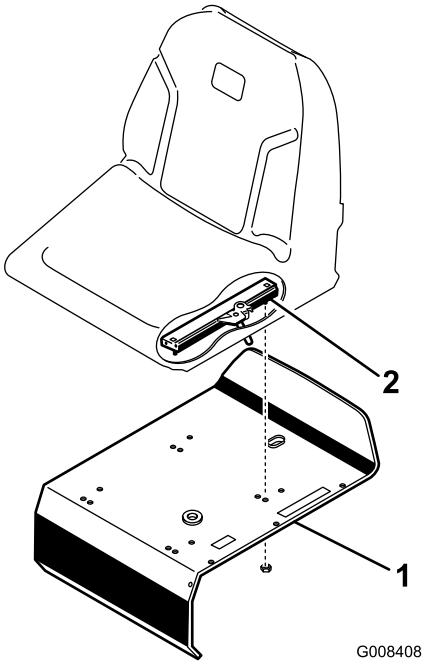

Figur 3
3. Fastgør sædets slæder til sædets bærende konstruktion med låsemøtrikkerne (5/16 tomme) (Figur 3), der er leveret som løsdele.